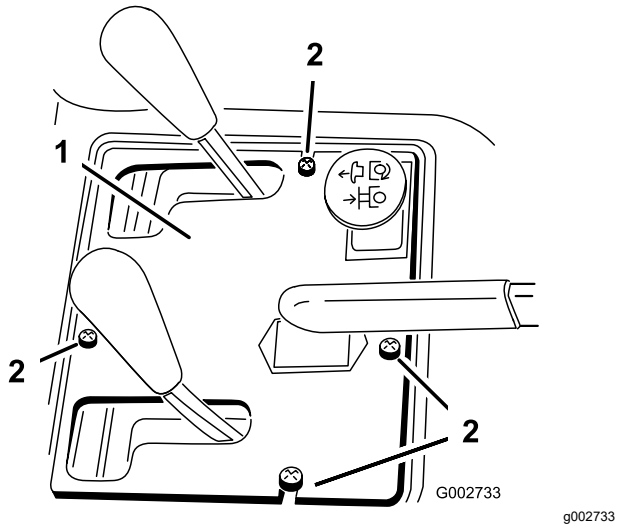

Figur 37
2. Fjern de 4 skruer, der fastgør kontrolpanelet på stellet (Figur 37).